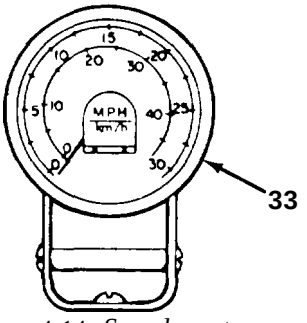

Figure 4-14. *Speedome ter*
33. **Speedometer** indicates travel speed in mph and km/h. An audible warning will sound at 25 mph (40 km/h) (Figure 4-14).